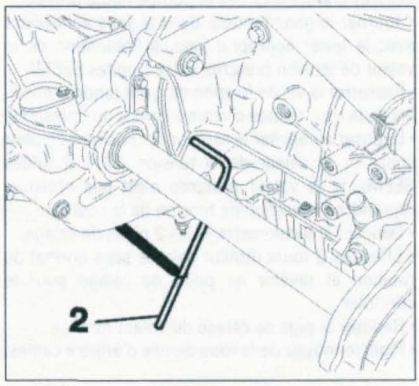

FIGURE 1-8
- moteur DW12 : PSA C.0188.X **(figure 1-8)**.